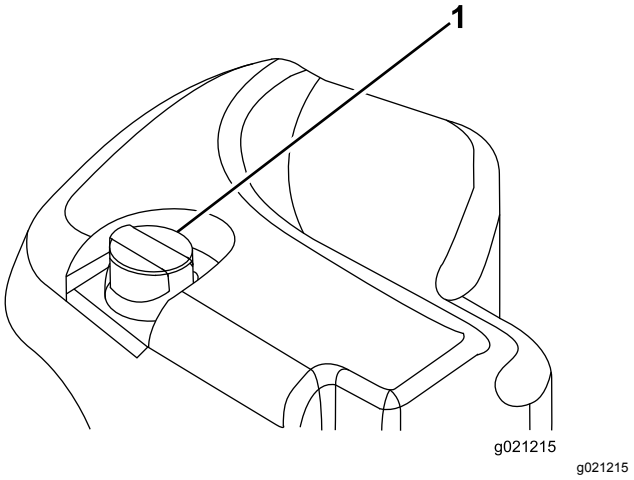

Figur 33
2. Rengør området omkring påfyldningsstudsen og hydrauliktankens dæksel (Figur 33).